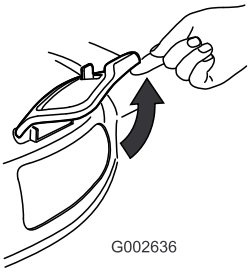

Figur 34
2. Løft sideudblæsningspladen for at åbne den (Figur 34).